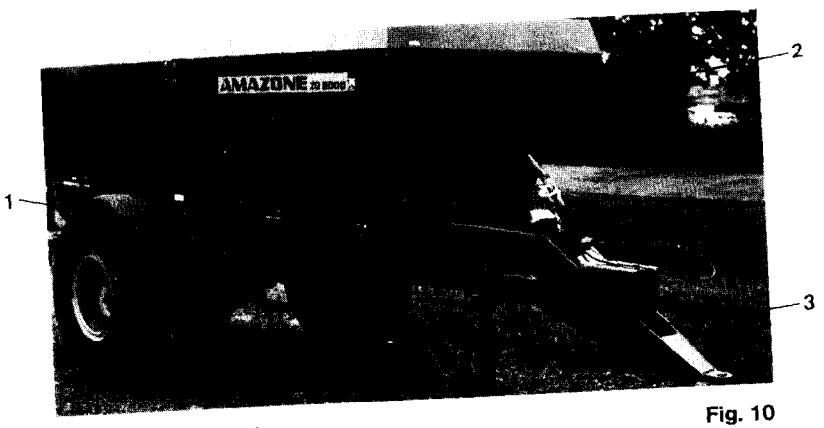

Fig. 10
5. Beide Großflächenstreuer ZG 5000 und ZG 8000 sind mit einer angeschraubten Zugeinrichtung ausgerüstet. Es kann entweder eine gerade Zugeinrichtung mit Auflaufbremse (Fig. 9/3), eine gerade Zugeinrichtung (Fig. 2/1) oder eine ge*kröpfte Zugeinrichtung (Hitchdeichsel) (Fig. 10/3) montiert werden.*